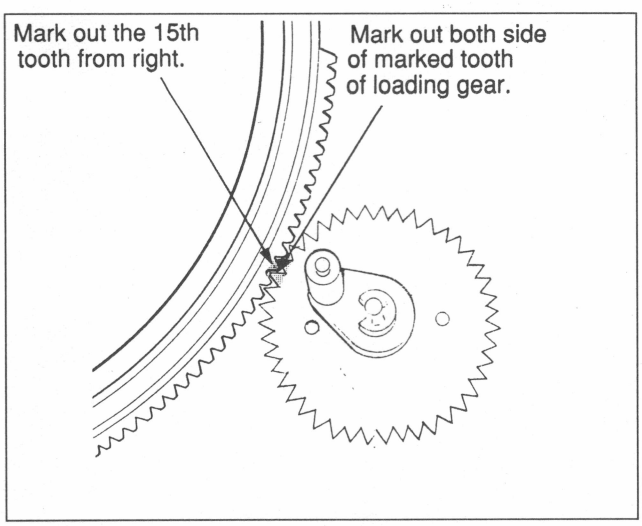

Fig.7-18-6 Mark the Loading Gear
(3) Mark the position where the loading ring gear engages with the loading gear in the unthreading end position. (Refer to Fig. 7-18-6.)